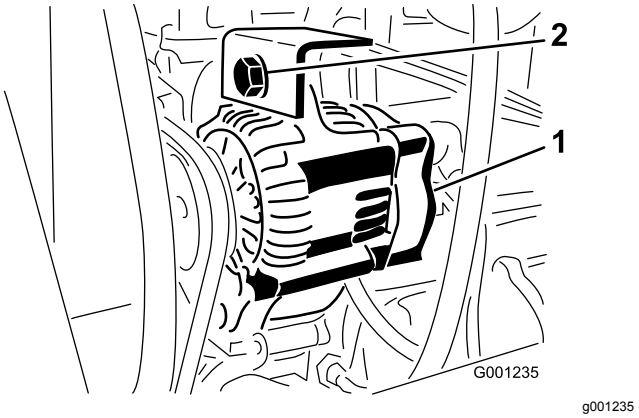

Figuur 74
2. Draai de montagebout van de wisselstroomdynamo los (Figuur 74).
3. Verhoog of verlaag de spanning op de riem van de wisselstroomdynamo en draai de montagebout weer vast (Figuur 74).